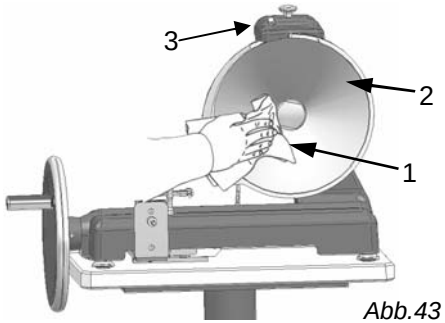
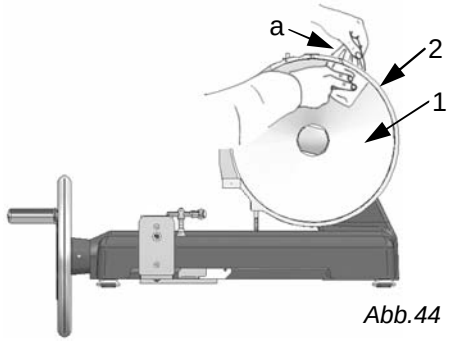

Abb.43
Abb.44
- Mit feuchtem Lappen (*Abb. 44 Detail a*) die Messeroberfläche (*Abb. 43 Detail 1*)auf beiden Seiten reinigen, dabei von innen nach außen putzen;
- die Schleifvorrichtung komplett abnehmen (*Abb.43 Detail 3*);
- zwischen Messer (*Abb. 44 Detail 1*) und Ring (*Abb.44 Detail 2*) einen feuchten Lappen hin– und herbewegen;
- den Lappen (*Abb.44 Detail a*)innen an den Ring drücken und gleichzeitig auf dem Messer aufdrücken und es manuell drehen.